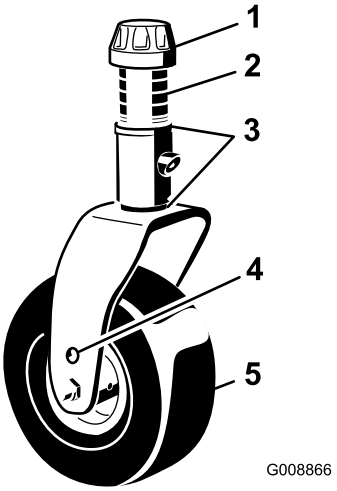
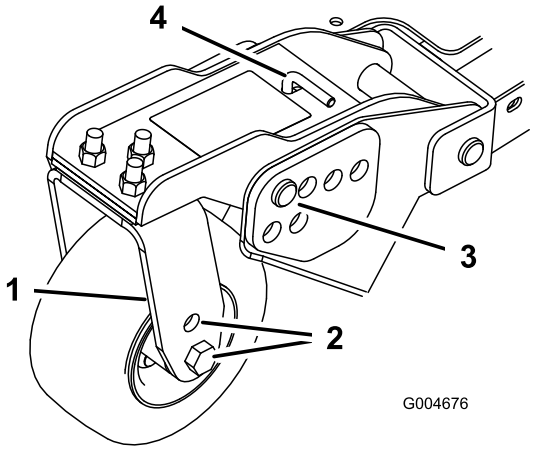
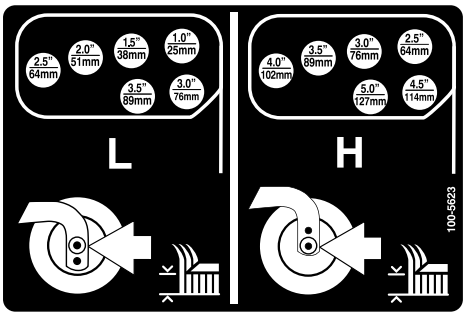

図 18
図 20
図 21
1. 全部のキャスタホイールの軸をキャスタフォークの同じ穴にセットどのキャスタフォークもで同じ高さの穴に統一する図 18と図 20。
2. スピンドルシャフトからテンショニングキャップを外し、キャスタアームからスピンドルを抜き出す図 18。
6. キャスタピボットアームからヘアピンコッターとクレビスピンを抜き取る図 20。
7. テンションロッドを回してピボットアームの上下位置を調整し、刈り込みデッキのフレームの希望高さブラケットに合わせる 図 20 と 図 21。